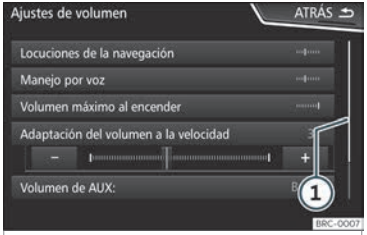

Fig. 131 Entradas dunha listaxe dun menú de axustes.
A barra de desprazamento amósase á dereita e o seu tamaño depende das entradas da listaxe ››› **fig. 131** ①.